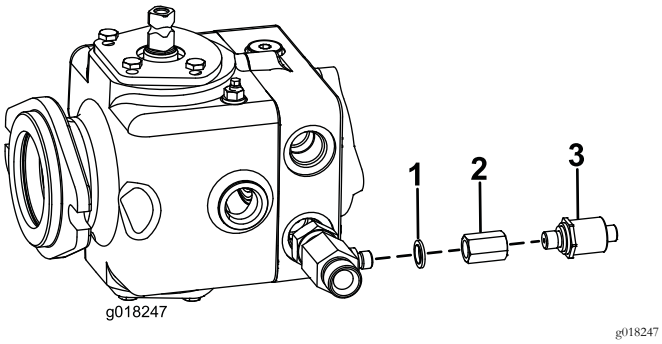

Figura 8
3. Enrosque el adaptador del interruptor de presión en el acoplamiento en T usando una junta de caucho-metal (¼"), según se muestra en Figura 8.
4. Enrosque el interruptor de presión en este adaptador (Figura 8). Apriete el interruptor a 34 N·m.